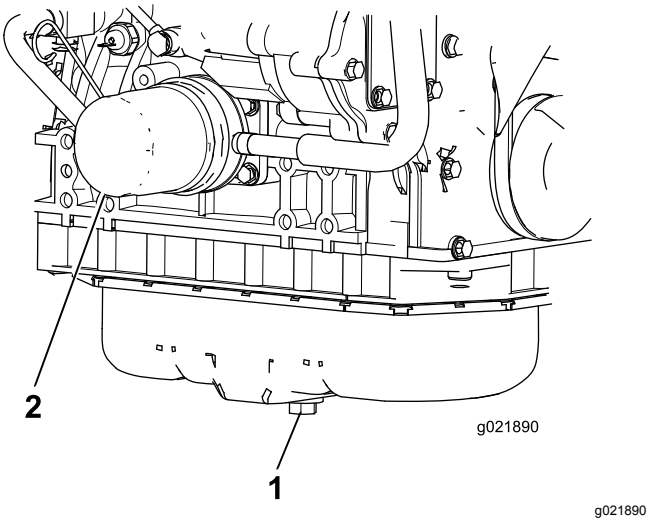

Figuur 73
1. Verwijder de aftapplug en laat de olie in een opvangbak lopen (Figuur 73).
3. Verwijder het oliefilter (Figuur 73).